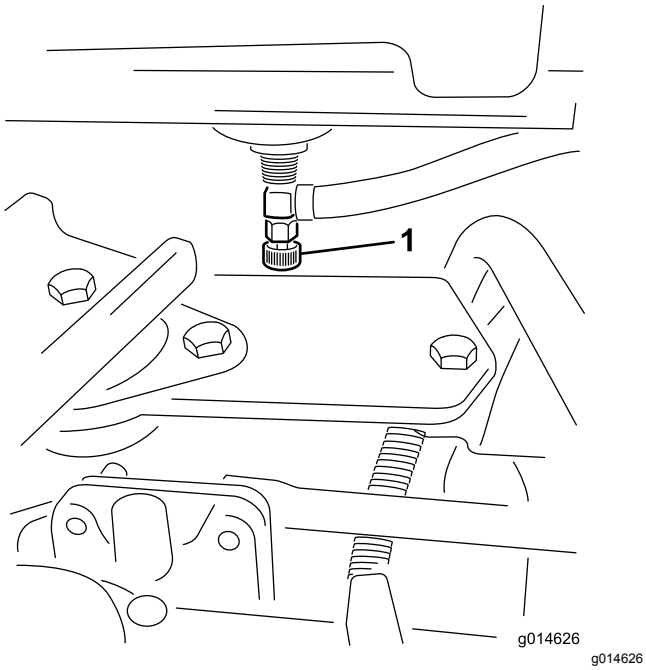

Rysunek 36
1. Zamknij zawór odcinający paliwo (Rysunek 36) znajdujący się pod zbiornikiem paliwa.